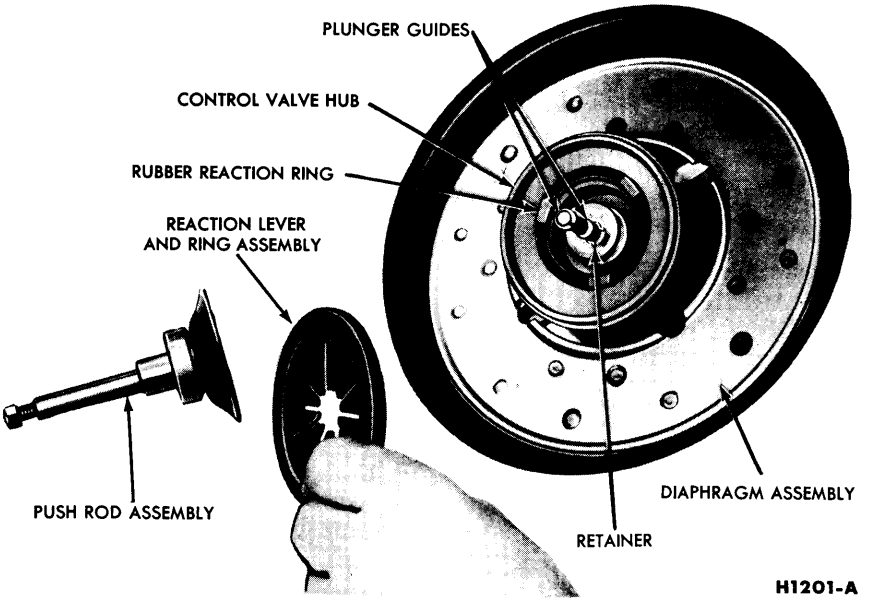
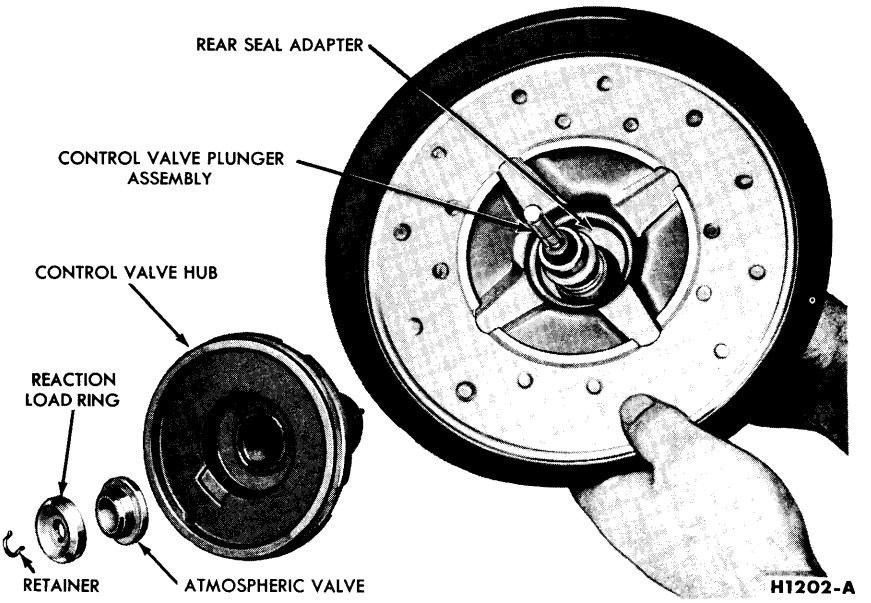
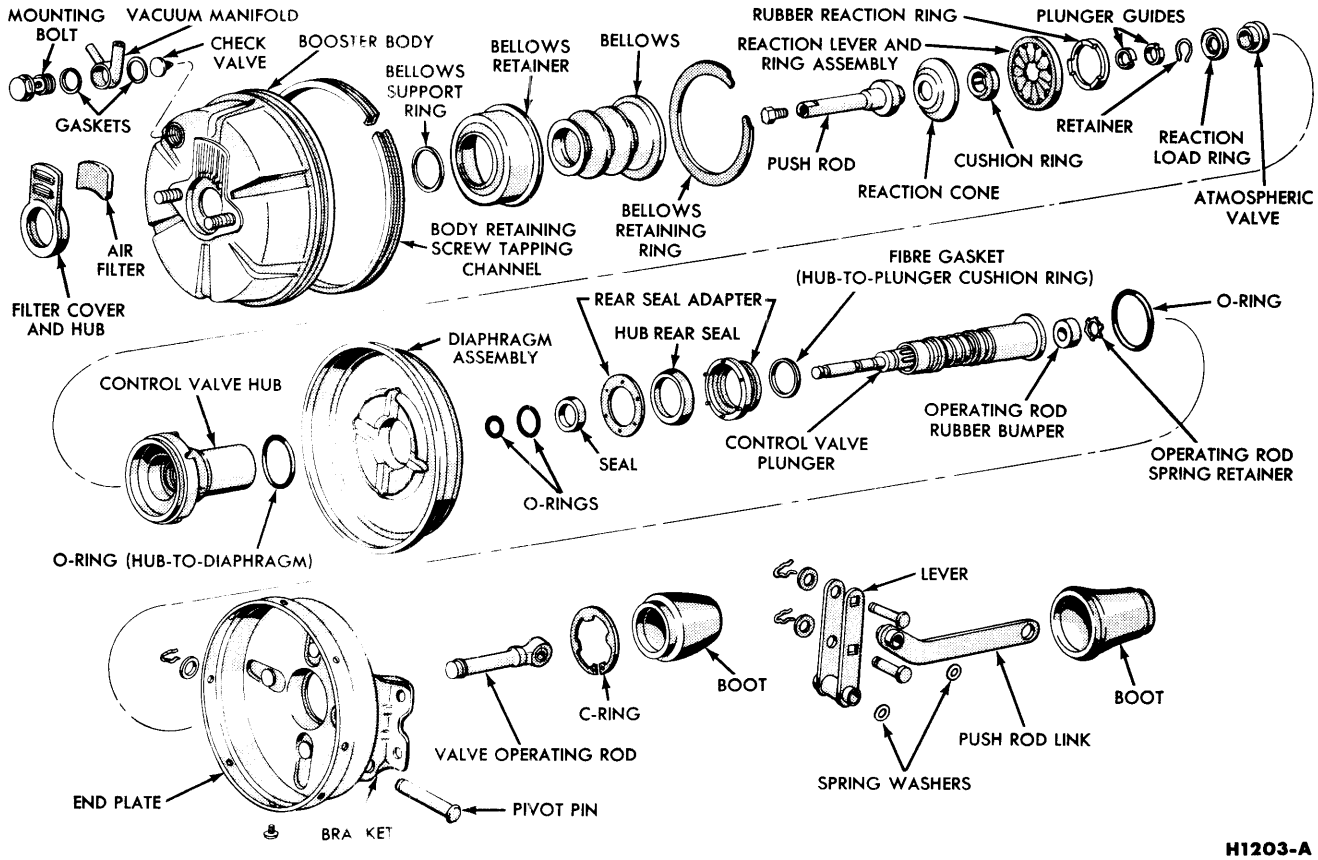

FIG. 7—Assembly of Reaction Components and Push Rod to Valve Hub
FIG. 8—Assembly of Control Valve Components to Diaphragm
FIG. 10—Brake Booster—Exploded View
2. Remove the filter cover and hub and the air filter from the booster body (Fig. 10).
3. Remove the mounting bolt vacuum manifold, two gaskets and the vacuum check valve from the booster body (Fig. 10).
4. Disconnect the valve operating rod from the lever assembly by removing the retainer clip, washers and connecting pin (Fig. 10).
1. Remove the large C-ring that retains the rear seal adapter assembly to the booster end plate (Fig. 10).
4. Remove the outer O-ring from the control valve hub (Fig. 10).
2. Remove the retainer and support ring from the bellows (Fig. 10).
3. Remove the push rod assembly, the reaction lever and ring assembly, and the rubber reaction ring from the control valve hub (Fig. 7).
4. Remove the reaction cone and cushion ring from the push rod assembly and disassemble the reaction levers from the ring (Figs. 7 and 10).
5. Remove the two plastic plunger guides from the control valve plunger, then remove the retainer that holds the reaction load ring and atmospheric valve to the control valve hub (Fig. 7).
6. Slide the reaction load ring and the atmospheric valve from the control valve hub (Figs. 7 and 8).
7. Separate the control valve hub and the control valve plunger assembly from the diaphragm by sliding the valve plunger and rear seal adapter from the rear of the valve hub (Fig. 8). Remove the hub outer O-ring from the front side of the diaphragm.
1. If the valve operating rod was removed from the old plunger assembly, install a new rubber bumper and spring retainer on the rod before assembling to the replacement plunger assembly (Fig. 10). Push the operating rod firmly until it bottoms in the plunger.
1. Install the hub outer O-ring. Assemble the control valve plunger assembly with seal adapter and the control valve hub to the diaphragm. To do this, hold the hub to the front side of the diaphragm and insert the plunger assembly into the hub from the rear side of the diaphragm (Fig. 8).
2. Assemble first the atmospheric valve and then the reaction load ring to the valve plunger and hub. Compress the valve spring and install the load ring retainer in the groove of the plunger (Figs. 7 and 8). The retainer secures all the control valve components to the diaphragm.
3. Install the two plastic plunger guides in their grooves on the valve plunger assembly (Fig. 7).
4. Install the rubber reaction ring in the valve hub so that the ring locating knob indexes in the notch in the hub (Fig. 8) with the ring tips toward the front (Fig. 7).
5. Assemble the reaction lever and ring assembly, then install the assembly in the valve hub (Fig. 7).
6. Assemble the reaction cone and cushion ring to the push rod (Fig. 10). Install the push rod assembly to the valve hub so that the valve plunger indexes in the push rod (Fig. 7).
7. Assemble the bellows, retainer, and support ring (Fig. 10). The support ring is positioned on the middle fold of the bellows.
1. With a screwdriver, slightly move the booster body retaining screw tapping channel in order to provide a new surface for the self-tapping attaching screws (Fig. 10).
3. Install the O-ring in the front side of the end plate (Fig. 10) and position the end plate to the booster body. Align the scribe lines, compress the two assemblies together with a clamp, then install the attaching screws.
1. Install the rubber boot to the valve operating rod (Fig. 10).
5. Install the vacuum check valve, position the vacuum manifold and two gaskets, and secure the entire assembly to the booster body with the mounting bolt (Fig. 10). Torque the mounting bolt to specification.